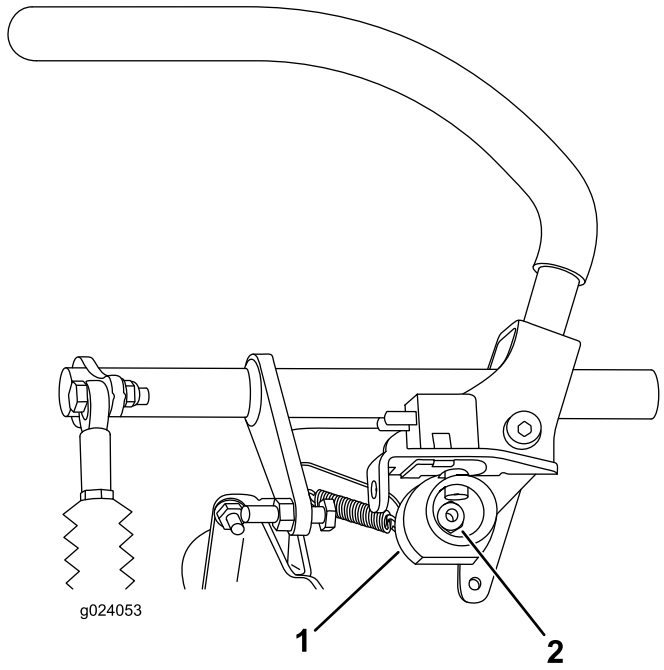

**Figuur 69**
7. Draai de moer los waarmee de nok is bevestigd (Figuur 69).